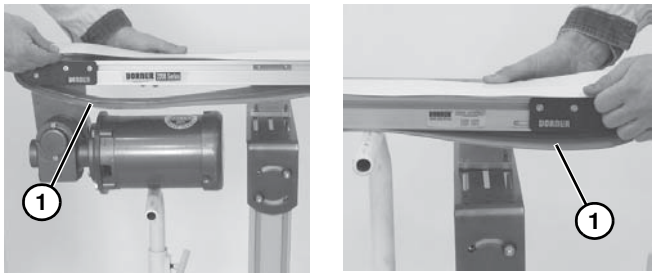

Abbildung 30
5. Band **(Abbildung 30, Teil 1)** vom Förderband abnehmen.